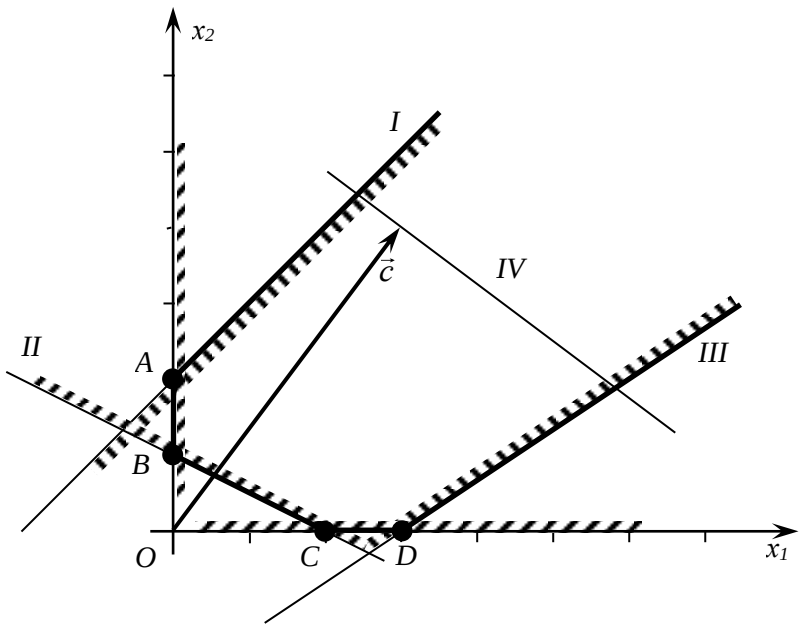

Рис. 3
Розв'язання. На рис. 3 зображено необмежену багатогранну область $ABCD$ розв'язків заданої системи обмежень, де $A(0,2)$, $B(0,1)$, $C(2,0)$, $D(3,0)$; та лінію рівня $3x_1 + 4x_2 = 25$ (пряма (IV)) з вектором $\vec{c} = (4, 3)$, який вказує напрям руху лінії рівня для знаходження F_{max}. Очевидно, що при заданій системі обмежень функція F може необмежено зростати при збільшенні змінних x_1, x_2, тобто $F_{max} = \infty$.